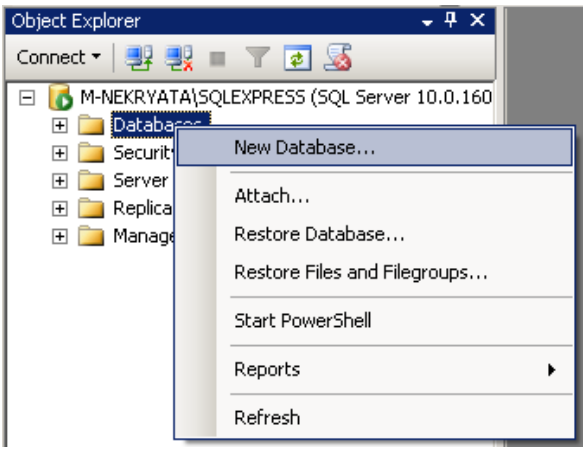

Figure 8.3-27 Context menu of the Databases directory
6.2. Select **New Database** in the context menu of the **Databases** directory (Figure 8.3-27).